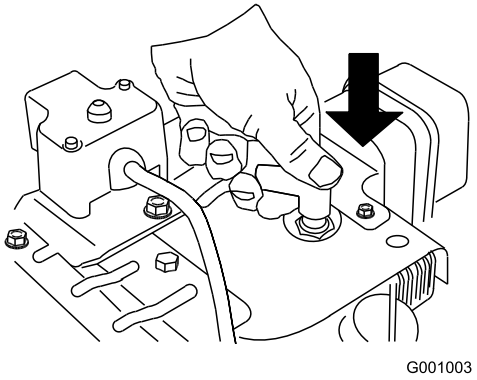

Figur 20
1. Anslut tändkabeln (Figur 20).